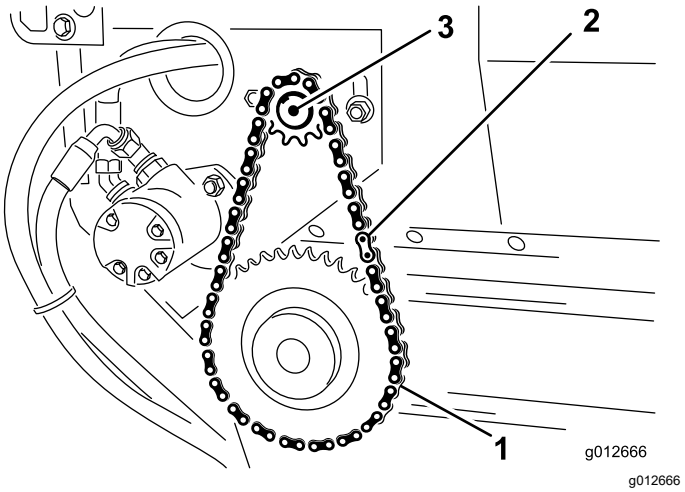

Figur 38
1. Monter kæden på det lille kædehjul, og fastgør kæden med hovedleddet (Figur 38).